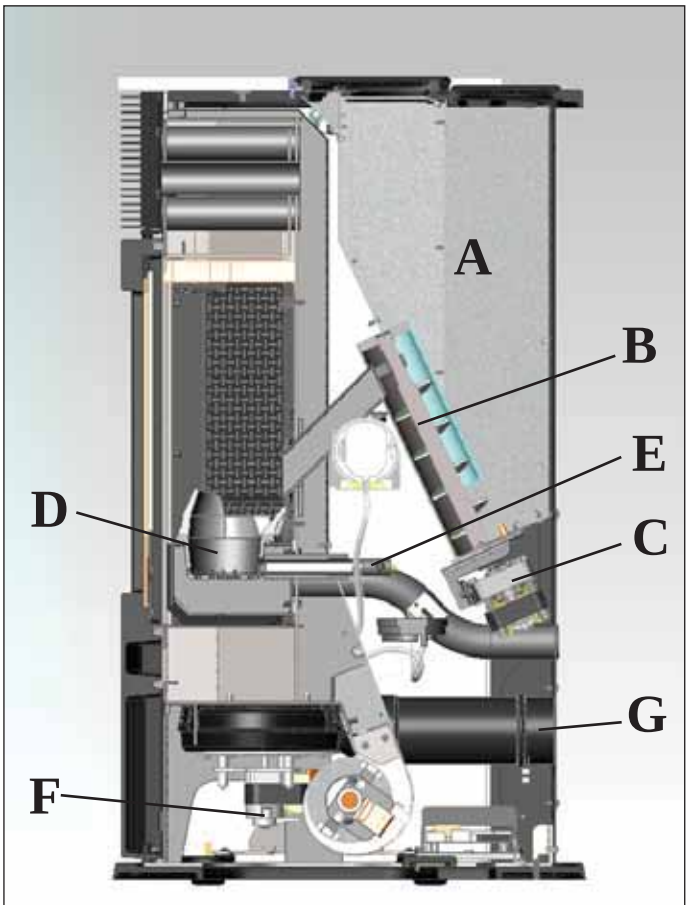

Afb. 1
De kachel MYA produceert warme lucht door middel van de verbranding van houten pellets, op elektronische wijze aangestuurd. Hieronder wordt de functionering beschreven (De letters verwijzen allen naar de afbeelding 1). De brandstof (houtpellets) wordt vanuit de opslagtank (A) door de vulschroef (B), aangedreven door de reductiemotor (C), naar de verbrandingshaard (D) vervoerd. De houtpellets worden aangestoken met behulp van warme lucht die door een elektrische weerstand (E) geproduceerd wordt. Deze warme lucht wordt door een rookverwijderaar (F), de vuurhaard ingezogen